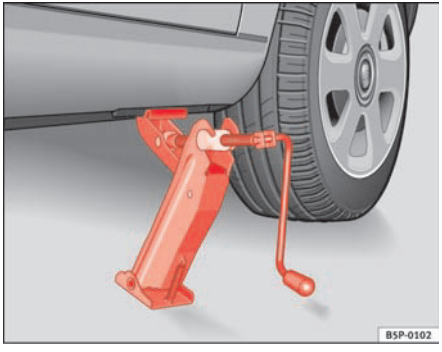

Fig. 150 Fitting the jack
– Align the jack so that the arm of the jack fits around the rib under the door sill and the movable base plate of the jack is flat on the ground ⇒ fig. 150.